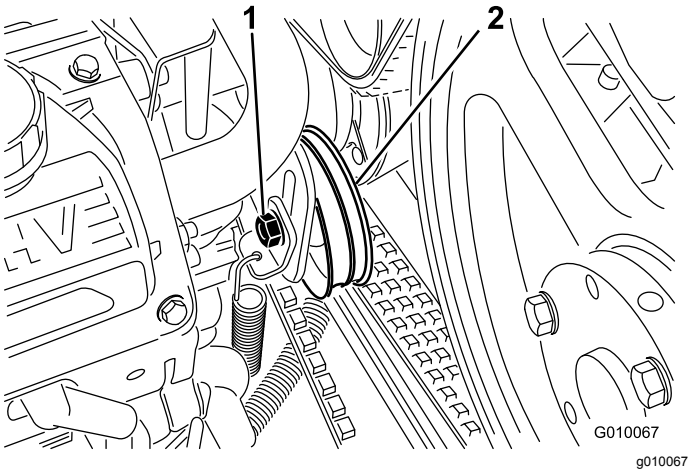

Figur 58
4. Løsne pumperemmens tomgangsskrue akkurat nok til å tillate bevegelse i justeringsslissen (Figur 58).